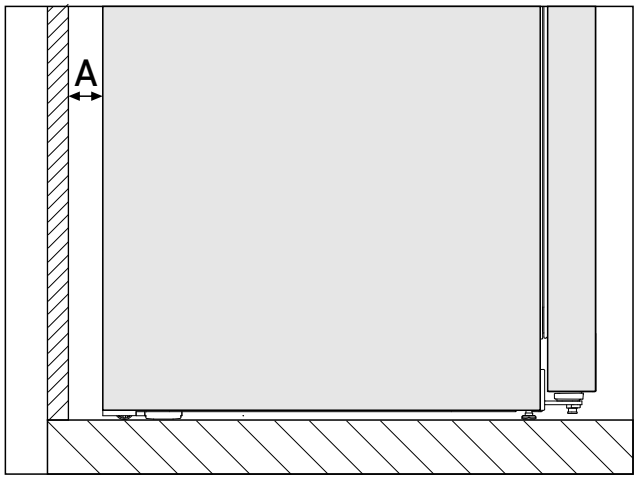

*Fig. 3 **
Energiförbrukningen uppmättes vid väggavståndet *Fig. 3 (A)* mellan skåpets baksida och väggen. Om väggavståndet är mindre än *Fig. 3 (A)* påverkas inte skåpets funktionsduglighet. Om avståndet till väggen är mindre kan energiförbrukningen öka något och det kan bildas kondens på skåpets baksida.*